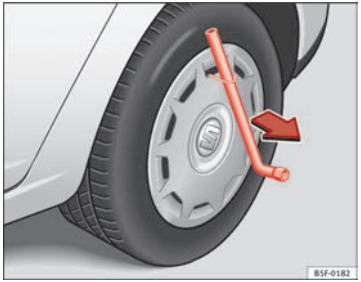

Fig. 124 Remove the complete hub cap
– Remove the wheel cover using the wire hook ⇒ Fig. 124.